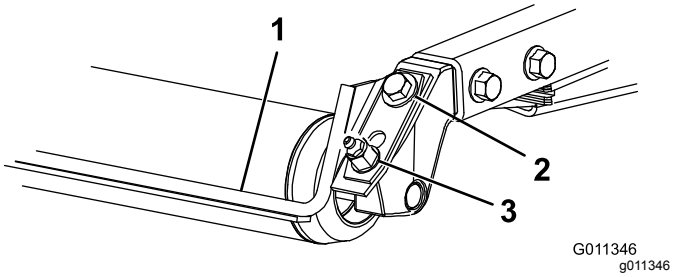

Figur 9
1. Løsne smørenippelen og monteringsskruen (Figur 9).